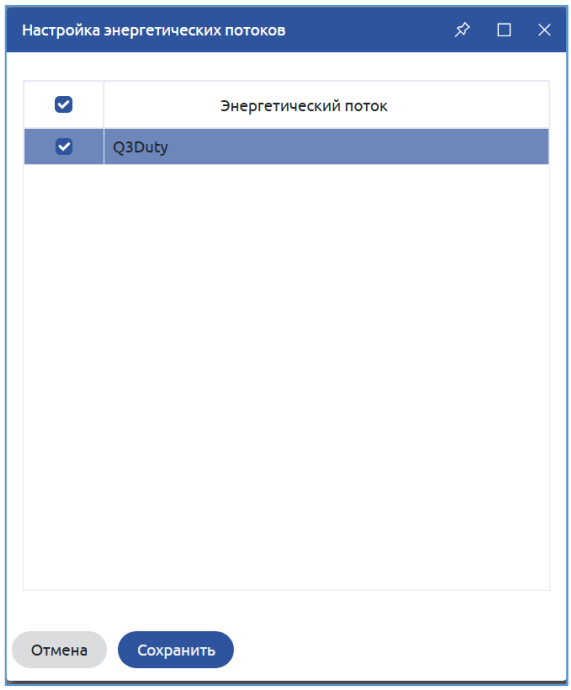

Рисунок 57. Настройка энергетических потоков
3. С помощью команды «Настройка списка отображаемых энергетических потоков» можно выбрать энергетические потоки для отображения. По умолчанию выбраны все потоки (Рисунок 57).